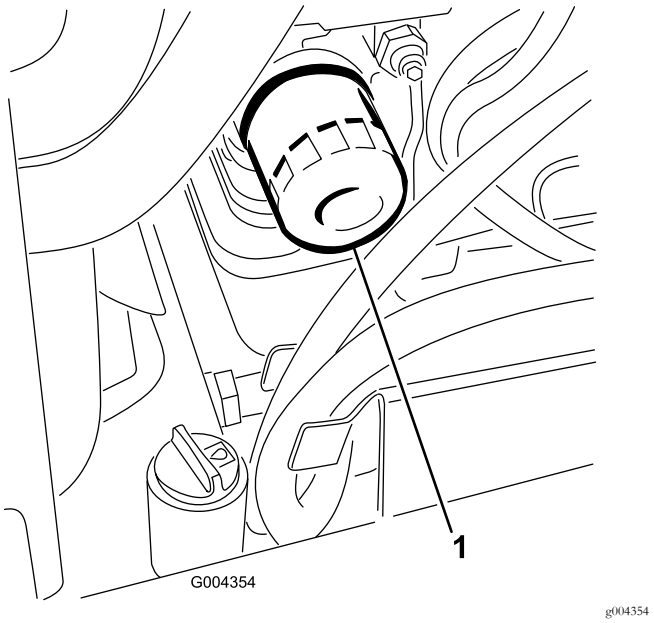

Figur 39
3. Ta bort det gamla filtret (Figur 39) och torka rent ytan på filteradapterpackningen.